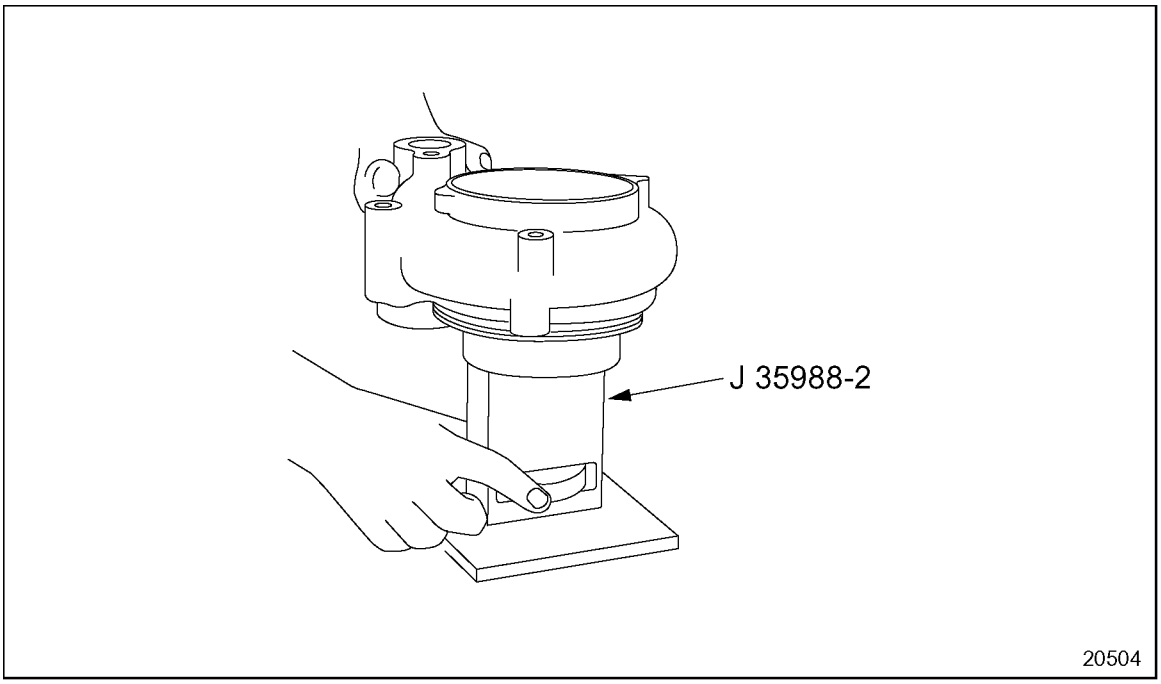

Figure 4-55 Water Pump Impeller Installation Set-Up (FM)
13. Install the water pump housing assembly to the fixture. See Figure 4-55.